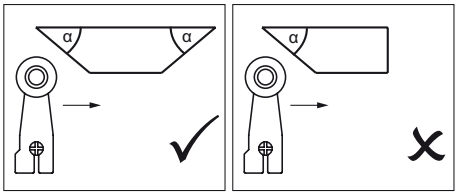

Рис. 1. Форма кулачка
- Чтобы предотвратить вибрацию исполнительного элемента, кулачок должен постепенно двигаться по инерции (см. Рис. 1).